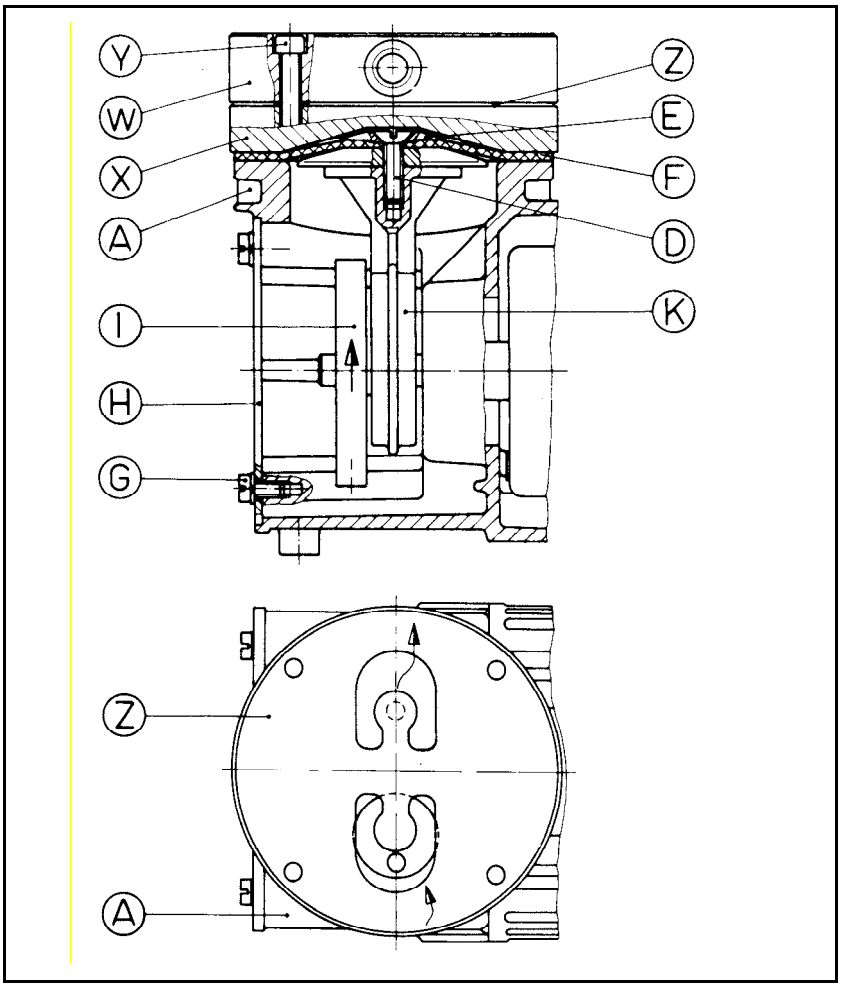

Fig. 7: Pumpenteile für Ausführungen mit Edelstahlkopf
***Nach Abb. 7*
10. Auflegen der neuen Ventilplatte Z auf Zwischenplatte X (Ausrichtung siehe Abb. 7).
Gewechselte Membran und Ventilfedern (Ventilplatte)	➔ Kopfverschaltung und Schlauchverbindungen auf Dichtigkeit prüfen. ➔ Pumpen N 022 A_.18 und N 026.1.2 A_.18: Eventuell die Schrauben (B) bzw. (S) (siehe Abb. 6) vorsichtig über Kreuz anziehen. ➔ Pumpen N 022 S_.18 und N 026.1.2 S_.18: Eventuell die Schrauben (Y) (siehe Abb. 7) vorsichtig über Kreuz anziehen.
Tab. 22 **nach Abb. 7*